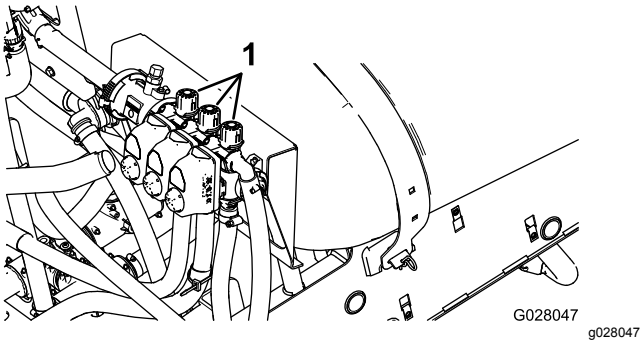

Figur 18
2. Stäng av den vänstra sektionen och vrid på sektionens överströmningsvred (Figur 18) tills trycket når den nivå som justerades tidigare (vanligtvis 2,75 bar).
4. Justera den högra sektionens överströmnings-vred (Figur 18) tills trycket når den nivå som justerades tidigare (vanligtvis 2,75 bar).
6. Justera mittsektionens överströmningsvred (Figur 18) tills trycket når den nivå som justerades tidigare (vanligtvis 2,75 bar).